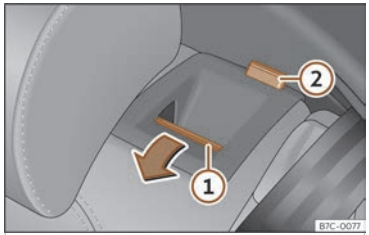

Fig. 98 Rear seat: folding down the backrest.
- Press the unlock button ››› **Fig. 98** ① forwards and at the same time fold the backrest down. The rear seat backrest is not engaged when the red marking of the button ② is visible.